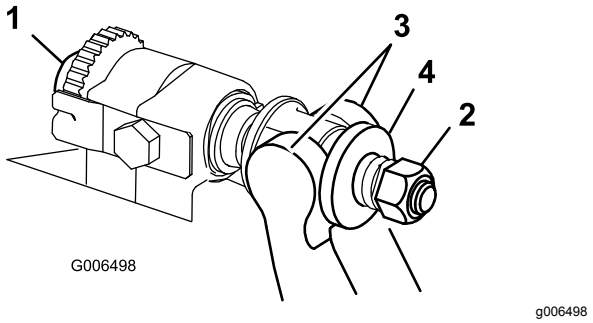

Figura 29
1. Gire los tornillos de ajuste de la barra de asiento en sentido antihorario para alejar la contracuchilla del molinete (Figura 29).
2. Afloje la tuerca de tensado del muelle hasta que el muelle deje de presionar la arandela contra la barra de asiento (Figura 29).